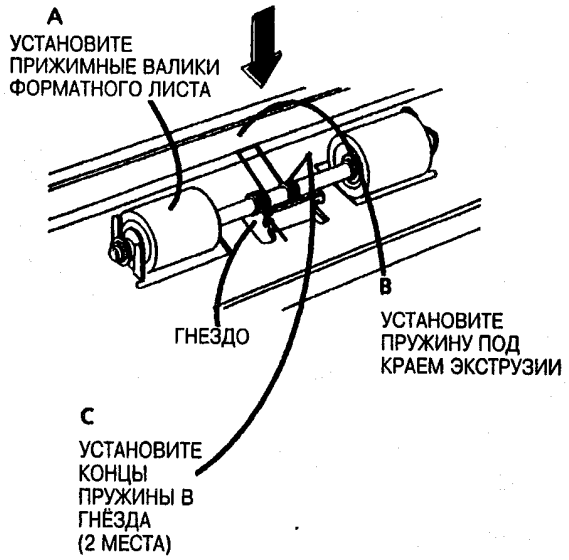

Рис. 2. Заново установите прижимные валики форматного листа
2. (Рис. 2):Заново установите прижимные валики форматного листа.